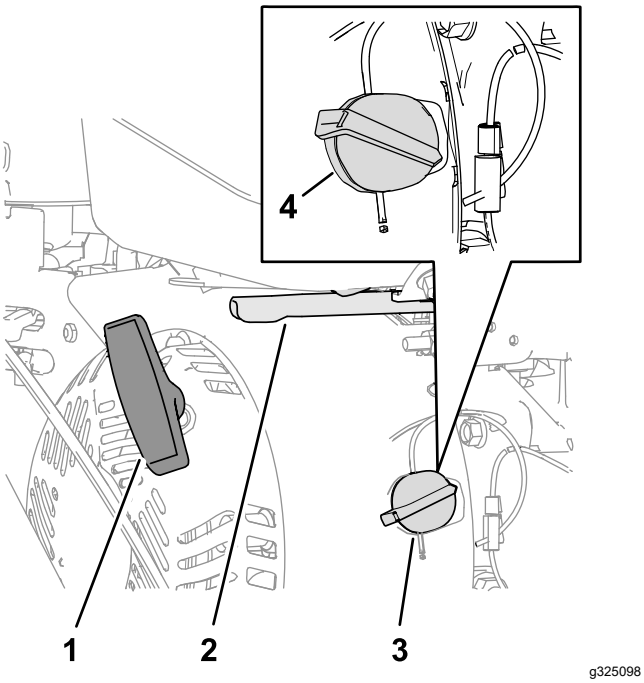

**Figure 12**
1. Sur le côté droit moteur, tournez la commande marche/arrêt du moteur dans le sens horaire à la position MARCHE (Figure 12).
3. Placez la commande d'accélérateur, située sur le côté arrière droit du moteur, à mi-course entre les positions HAUT RÉGIME et BAS RÉGIME (Figure 12).
4. Tirez lentement la poignée du lanceur jusqu'à ce que vous sentiez une résistance, puis arrêtez de tirer (Figure 12).
2. Placez la commande d'accélérateur à mi-course entre les positions BAS RÉGIME et HAUT RÉGIME (Figure 12).
3. Laissez tourner le moteur pendant au moins 15 secondes, puis tournez la commande Marche/Arrêt du moteur en position ARRÊT pour couper le moteur (Figure 12).